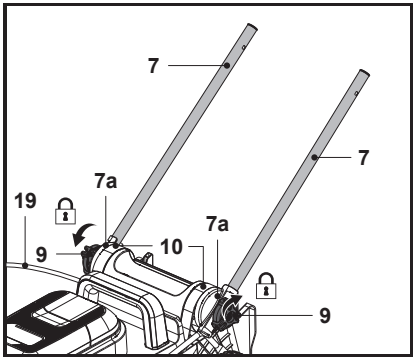

Fig. 2
3. Alinee la placa del regulador (7a) con el soporte del manillar (10) y, a continuación, apriete el mando de bloqueo (9) (Fig. 2) para asegurar la barra inferior del manillar (7).
4. Repita el procedimiento de montaje anterior con la otra barra inferior del manillar (7).
5. Asegúrese de que el cable de control (19) pase por la parte superior de la barra inferior del manillar (7).